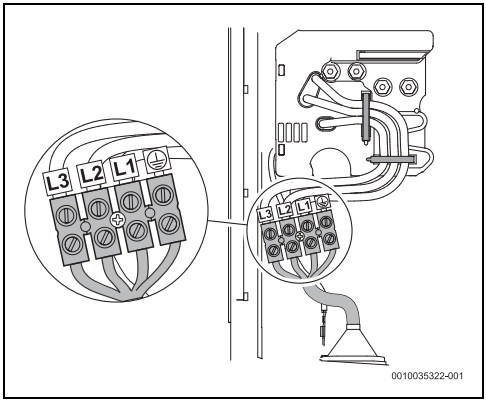

Fig. 43 Raccord inférieur
- Raccordement inférieur (fig. 43)